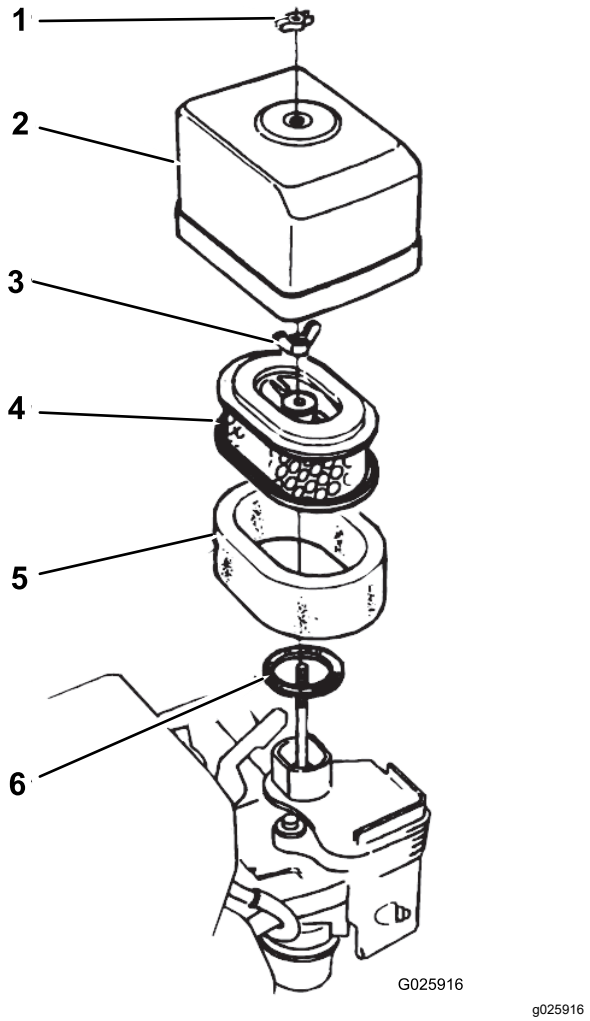

**Figur 30**
2. Ta bort vingmuttern som fäster luftrenarkåpan på luftrenaren och ta bort kåpan (Figur 30).
5. Montera luftrenarkåpan på luftrenaren med vingmuttern (Figur 30).
1. Avlägsna vingmuttern som fäster luftrenarkåpan på luftrenaren och avlägsna kåpan (Figur 30).
2. Avlägsna vingmuttern från luftfiltret och avlägsna filtret (Figur 30).
3. Avlägsna luftfiltrets skumplastinsats från pappersinsatsen (Figur 30).
1. Montera luftfiltrets skumplastinsats på pappersinsatsen (Figur 30).
2. Inspektera att packningen inte är sliten eller skadad (Figur 30).
3. Säkerställ att packningen är placerad på luftintaget för förgasaren (Figur 30).
4. Montera luftfilterelementen på förgasaren med vingmuttern (Figur 30).
5. Montera luftrenarkåpan på förgasaren med den andra vingmuttern (Figur 30).